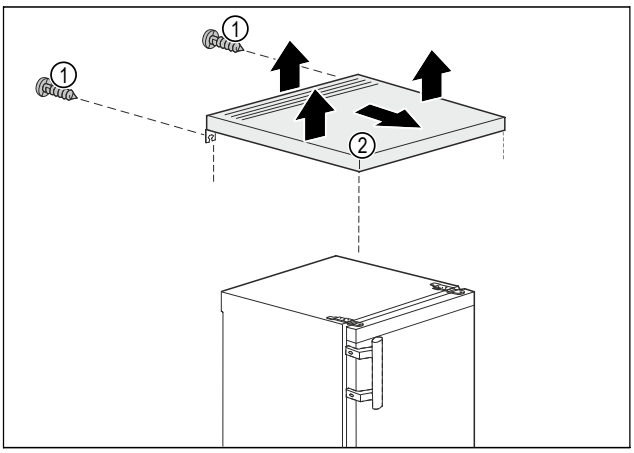

Fig. 3
▶ Skruer *Fig. 3 (1)* fjernes på bagsiden.
▶ Løft bordpladen *Fig. 3 (2)* bagtil.
▶ Skub bordpladen *Fig. 3 (2)* fremad.
▶ Tag bordpladen *Fig. 3 (2)* af opefter.
▷ Bordpladen *Fig. 3 (2)* er afmonteret.